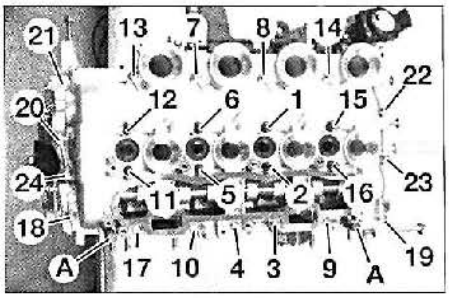

FIG. 52
- montar el cárter superior de apoyos de eje de levas en la culata centrándolo con dos pasadores útil Ref. (-). 0194-N (A) (fig. 52) introducidos en los taladros previstos a este efecto.
- aproximar y apretar progresivamente los tornillos de fijación en el orden indicado **(fig. 52)**.
- desmontar los dos pasadores (A).